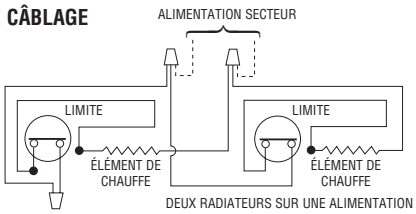

**Figure 10. Connexions de câblage de deux radiateurs**
6. Câblez les radiateurs comme c'est montré au schéma de câblage de la Figure 10.